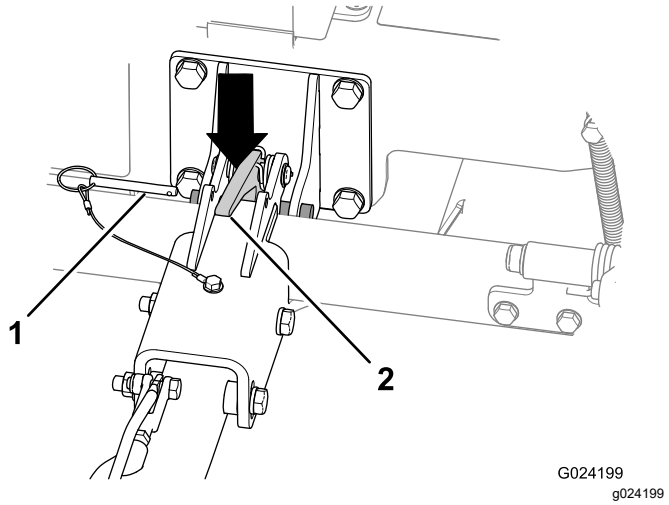

Figura 22
2. Togliete il perno di bloccaggio (Figura 22).
4. Premete il blocco dell'attacco per sbloccare l'attacco (Figura 22).